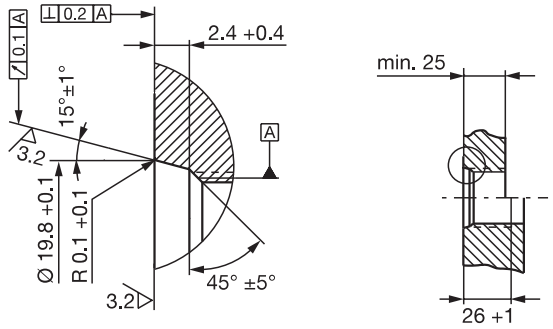
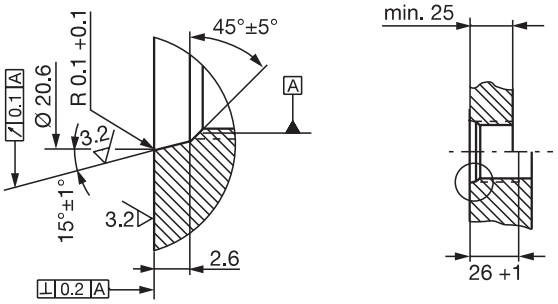

Fig. 5-3: Mounting hole M18×1.5 per ISO 6149 O-ring 15.4×2.1
Fig. 5-4: Mounting hole 3/4“-16UNF per SAE J475 O-ring 15.3×2.4
1. Make a mounting hole with thread (possibly with countersink for the O-ring) acc. to Fig. 5-3 or Fig. 5-4.